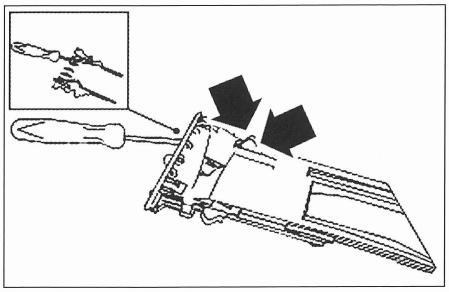

FIG. 47
- las 4 salidas de ventilación de salpicadero **(fig. 47)**.